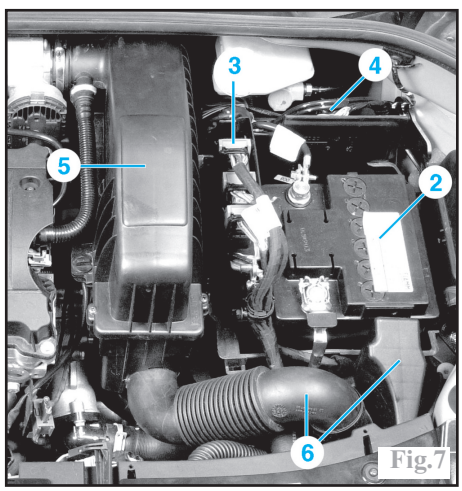

Fig.7
-la batterie (2) (Fig.7).
-le calculateur d'injection (3).
-le calculateur de direction assistée (4).